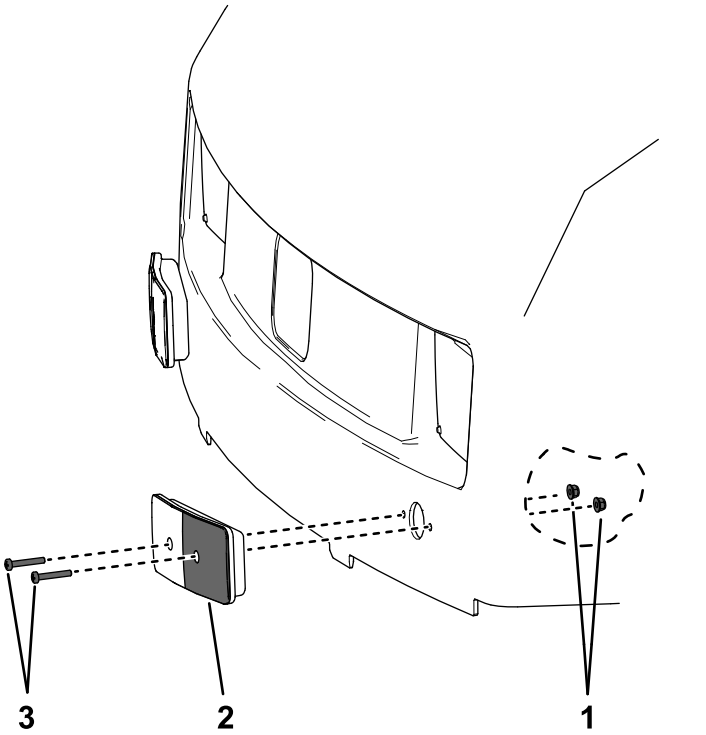

Figuur 4
A. Steek 2 kruiskopbouten door de lamp en in de buitenste gaten met een diameter van 6 mm in de kap (Figuur 4).
B. Bevestig de bouten met de flensmoeren (Figuur 4).